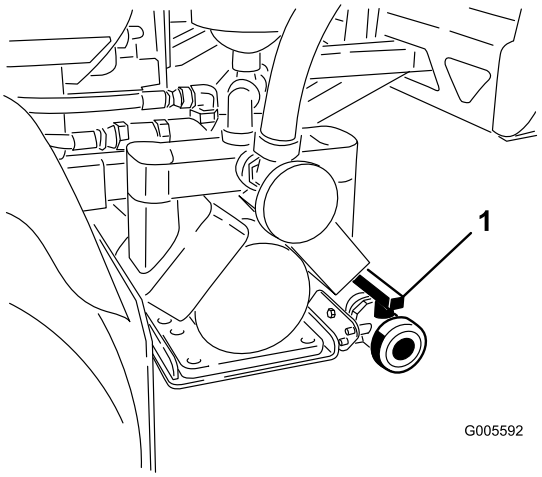

Figur 20
2. Find tankens aftapningsventil på maskinens bagside (Figur 20). Ventilen er monteret på støttebeslaget bag pumpen.